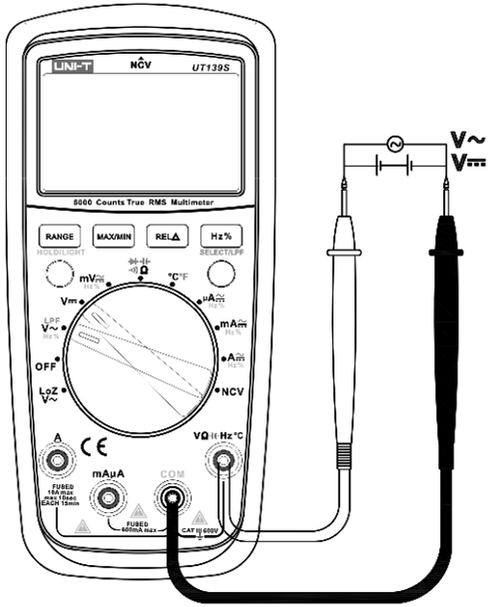

Figure 3
1.AC/DC voltage measurement (see Figure 3)